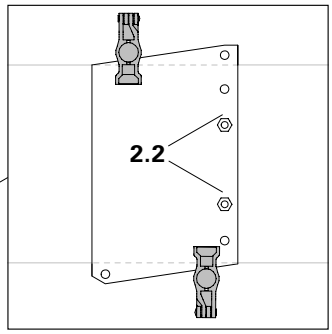

Fig. A3.02a
Mount centering bolts in the inner position. (Fig. A3.02a)
5. Spindle out Head Spindles (2) approx. 50 mm above nominal dimension. Consider the position of the centering bolts (2.2). (Fig. A3.02a)
8. Secure with two Main Beam Clamps (4.2) each. (Fig. A3.02a/A3.02b)